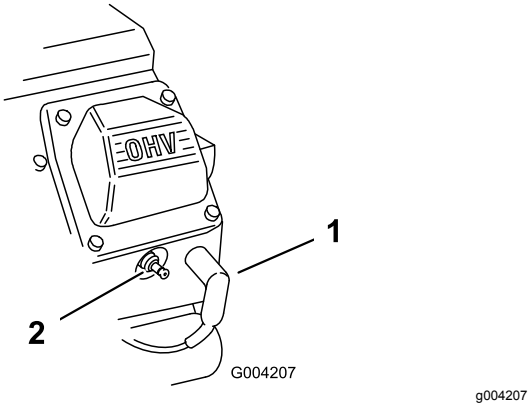

Figur 50
2. Trekk ledningen av tennpluggene (Figur 50).
3. Skyv ledningen på tennpluggene (Figur 50).